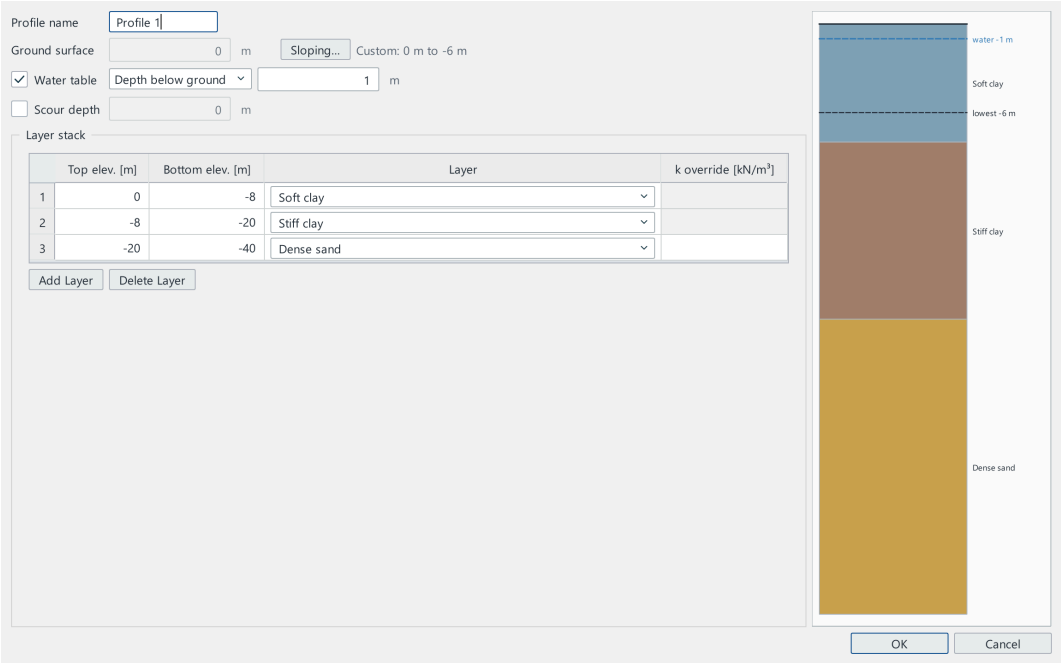

Figure 16.116 — Example 26 — Soil Profile with the water table 1 m below the ground
3. Change the water table to *Depth below ground* = 1 m (Figure 16.116). The sketch now shows the water 1 m below the ground at every pile, and Check Model no longer warns about it.